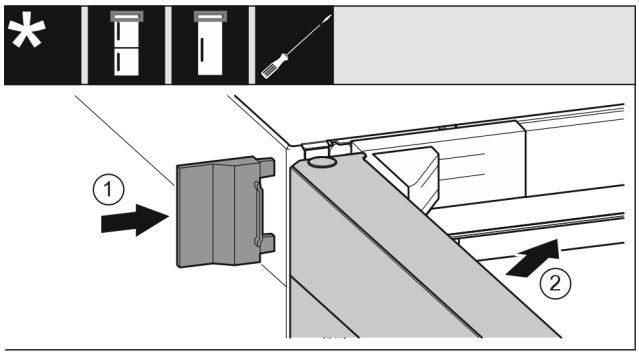

*Fig. 27*
▶ Vnější kryt *Fig. 27 (1)* nasuňte.
▶ Zavřete horní dveře *Fig. 27 (2)*.